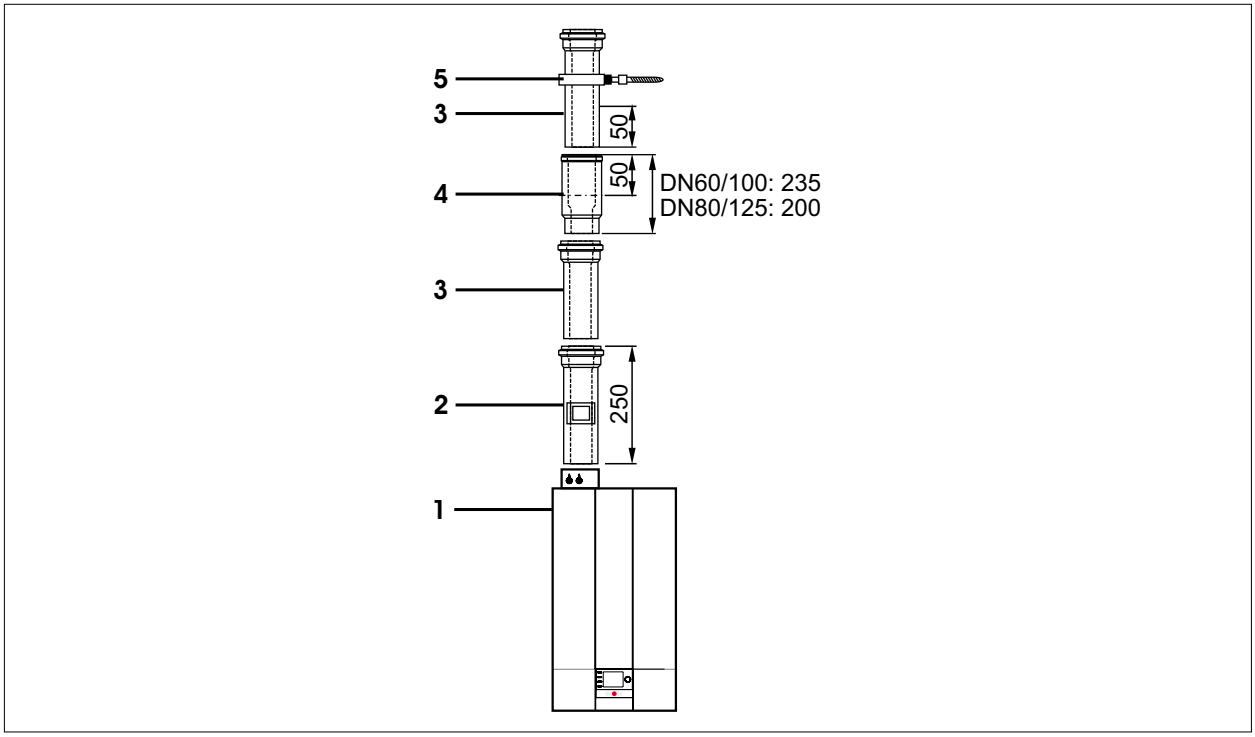

Abb. 5.9 Beispiel Luft-/Abgasführung [mm]
► Trennvorrichtung **(6)** (Abb. 5.9 Beispiel Luft-/Abgasführung [mm]) bis zum Anschlag in die vorhergehende Muffe **(5)** schieben.